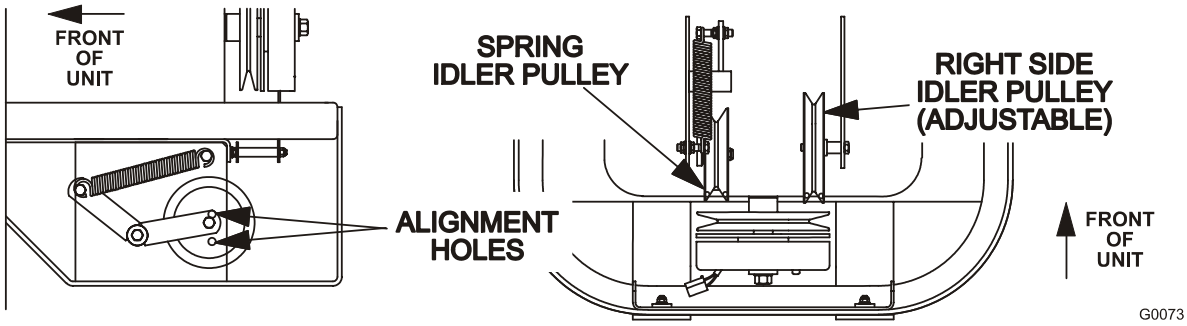

FIGURE 12
b) Check to make sure the center of the bolt head in the center of the spring loaded pulley, on left side engine deck support, is positioned between the centers of the two alignment holes in the left support plate (See Figure 12). It is necessary to adjust the belt tension when the center of the bolt head is at or below the center of the bottom alignment hole.